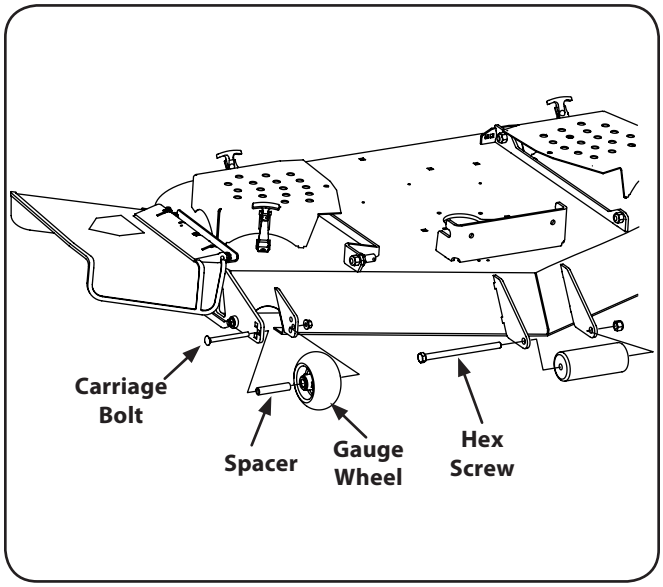

Figure 6-5
2. Remove the lock nut securing one of the front gauge wheel shoulder screws to the deck. Remove the gauge wheel and shoulder screw. Refer to Fig. 6-5.